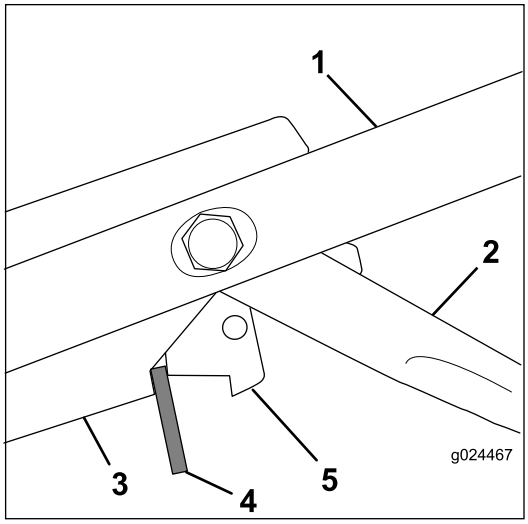

Figuur 33
3. Steek een afstandsstuk van 8 mm tussen bedieningshendel van de mesrem en de bedieningsbeugel op de handgreep (Figuur 33).